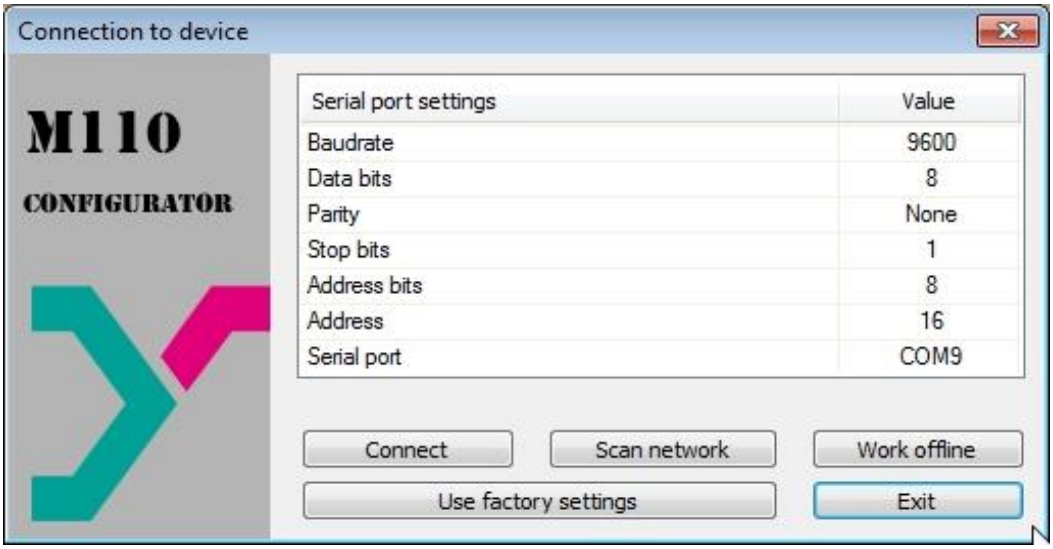

Fig. 7.1 Ventana de inicio del software de configuración
– En la ventana 'Conexión al dispositivo' establecer los parámetros por defecto (ver Tabla 7.1) o hacer click en el botón 'Use factory settings' (ver Fig. 7.1)